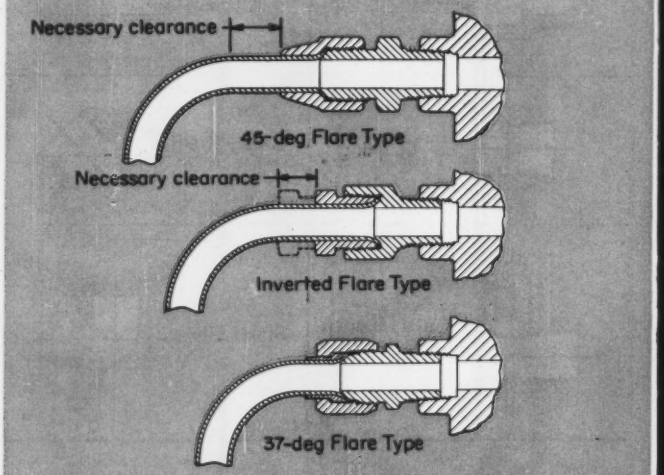

Fig. 6—Comparison of straight lengths required from tube end to start of bend for various flare fittings.
3. Inverted flare type fitting with 45-deg flare. This fitting has the flare on the inside of the fitting body and the swivel piece is in the form of a male threaded part. The inverted flare fitting is used mainly in automotive applications where it permits closer bends than the regular SAE 45-deg flare fitting, Fig. 6. However this advantage is lessened by the increase in tube movement during disassembly.